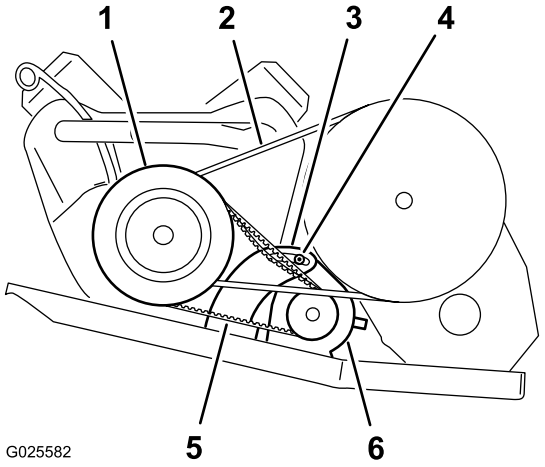

Figura 73
2. Allentate il dado di rotazione del generatore di avviamento (Figura 73).
4. Applicate una pressione verso il basso sul piede di porco per ruotare il motorino di avviamento fino alla fessura in modo che la tensione della cinghia consenta soltanto una flessione della cinghia stessa di forza pari a 44 N (Figura 73).
5. Serrate manualmente il dado di rotazione e rimuovete il piede di porco (Figura 73).